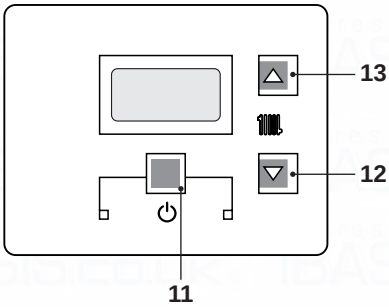
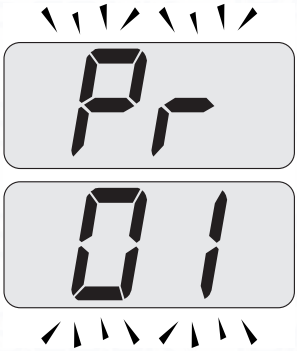

Fig. 7.50
Fig. 7.51
- Enter the ”programming mode” by pressing keys 11 - 12 - 13 (Fig. 7.50) for 10 seconds at the same time until the letters **Pr** that alternate with code **01** are displayed on the LCD display, indicating that ”parameter 01” (Fig. 7.51) has been activated.
- Press keys 11 and 13 (Fig. 7.50) at the same time until the value of parameter 06 (40=Advance Plus 16S ERP or 41=Advance Plus 25S ERP or 42=Advance Plus 30S ERP) is displayed on the LCD display (Fig. 7.52).
- Press keys 11 and 12 (Fig. 7.50) at the same time to exit without changing the value (return to the parameters list Fig. 7.51).
- Press keys 11 - 12 - 13 (Fig. 7.50) at the same time for 10 seconds to exit the ”programming mode”.